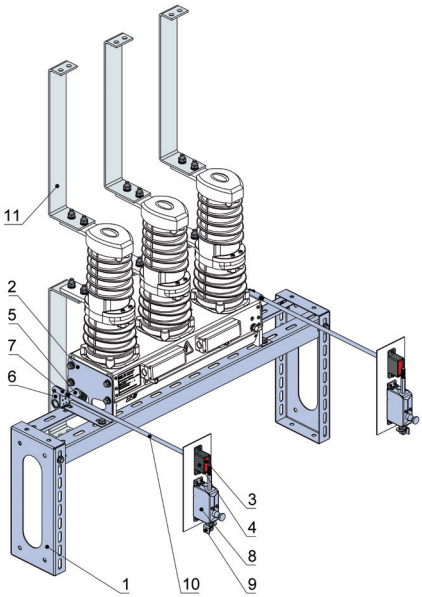

Рисунок 2 - Состав КИМ-12. Описание позиций указано в Приложении А
Для модернизации КСО предлагается установка выключателя вакуумного OptiMat BB с комплектом КИМ № 12 (рисунок 2).
- собрать опорную раму (поз 1. рисунок 2) из опор и уголков;
- опорную конструкцию установить на ребра жесткости камеры, на нее установить выключатель (с заранее прикрепленными к нему кронштейнами (поз. 2 рисунок 2)) и по выходу тяг (поз. 10 рисунок 2) к кнопкам (поз. 3 рисунок 2) ручного отключения произвести разметку отверстий под установку выключателя на опорной конструкции;
- установить узла блокировочного (поз. 8 рисунок 2) и кнопки ручного отключения;
- для установки узла блокировочного (поз. 8 рисунок 2) блокировочного подготовить отверстия в обшивке камеры в соответствии с рисунком 3;
ВНИМАНИЕ! Уголок (поз. 9 рисунок 2), установленный на стержне узла блокировочного OptiMat Bk1, должен полностью открывать фиксатор привода разъединителя (выключатель заблокирован), а второй конец стержня должен перекрывать выход кнопки ручного отключения выключателя после первых 5-9 мм хода.